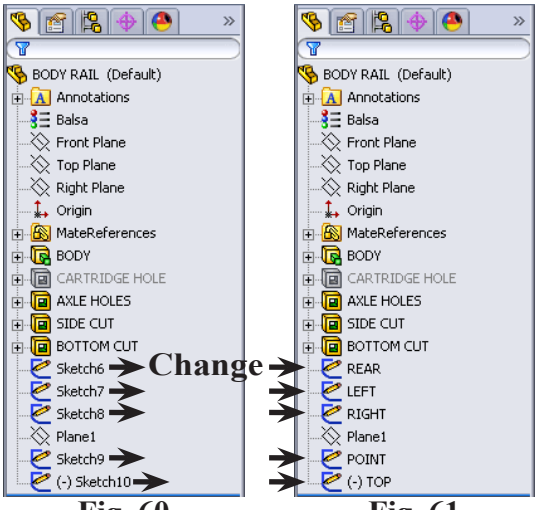

Fig. 60 Fig. 61
Step 2. **Rename Sketches** in the Feature Manager. To rename, slowly click twice over the Sketch name and change name, **Fig. 60** and **Fig. 61**.